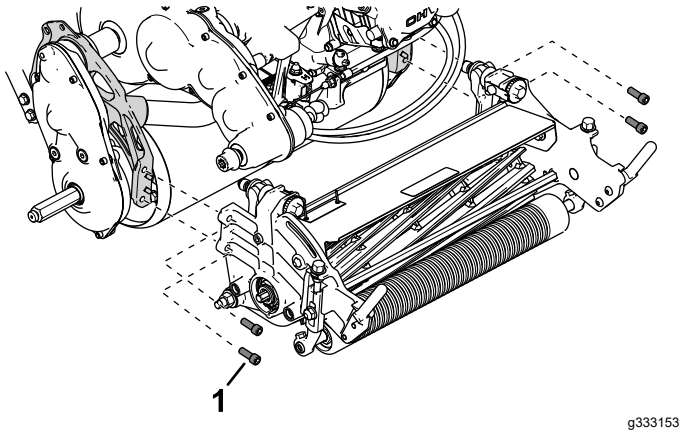

Figur 45
5. Bruk fire skruer med innvendig sekskant for å feste klippeenheten til rammen (Figur 45).